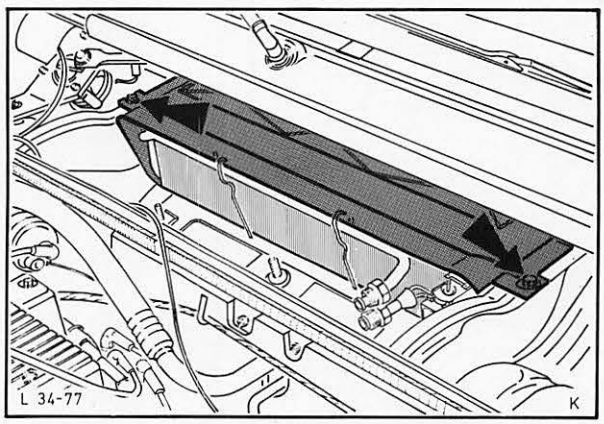

Abb. 43 Verdampfer ausbauen
6. Verdampfer aus dem Gehäuse ausbauen (2 Klammern und 2 Muttern), Abb. 43, und De Ice-Thermostat vom Verdampfer abbauen.